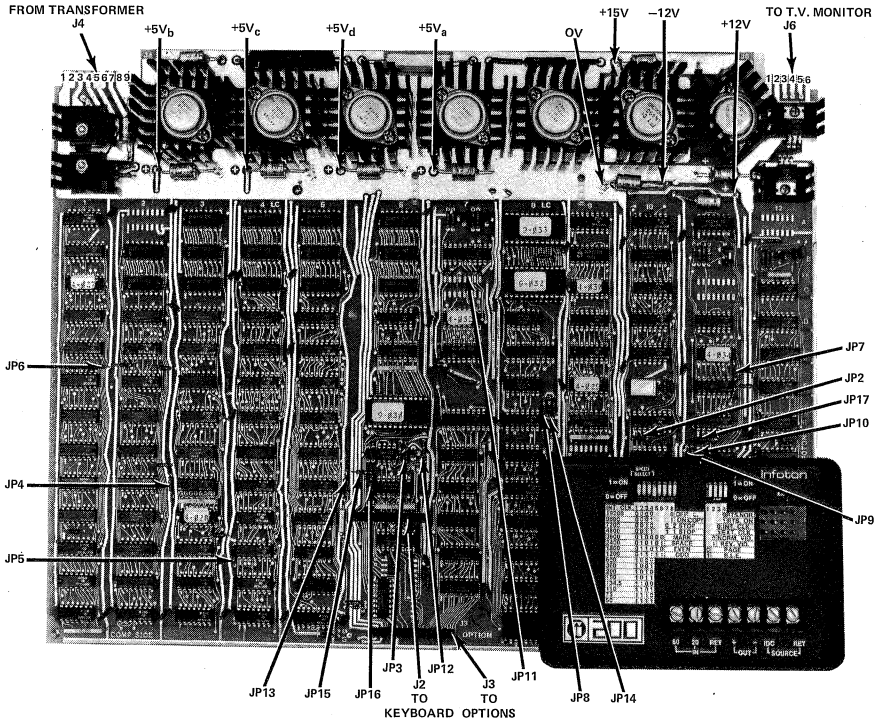

Figure 9 Control Logic PCB
- Logic Board Assembly (Figures 9 and 10)
3.2 CONTROL LOGIC PRINTED CIRCUIT ASSEMBLY (Figures 9 and 10)
The following chart details the use of all jumpers contained on the I200 Control Board Assembly. Jumpers are 10 ohm resistors in the locations shown in Figure 9.